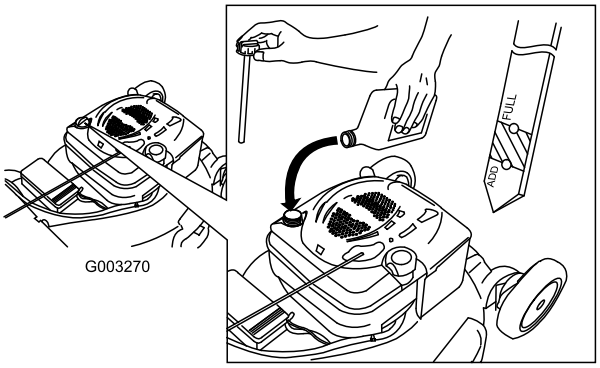

Figur 36
12. Ta ut peilestaven, og kontroller oljenivået. Se Figur 36.